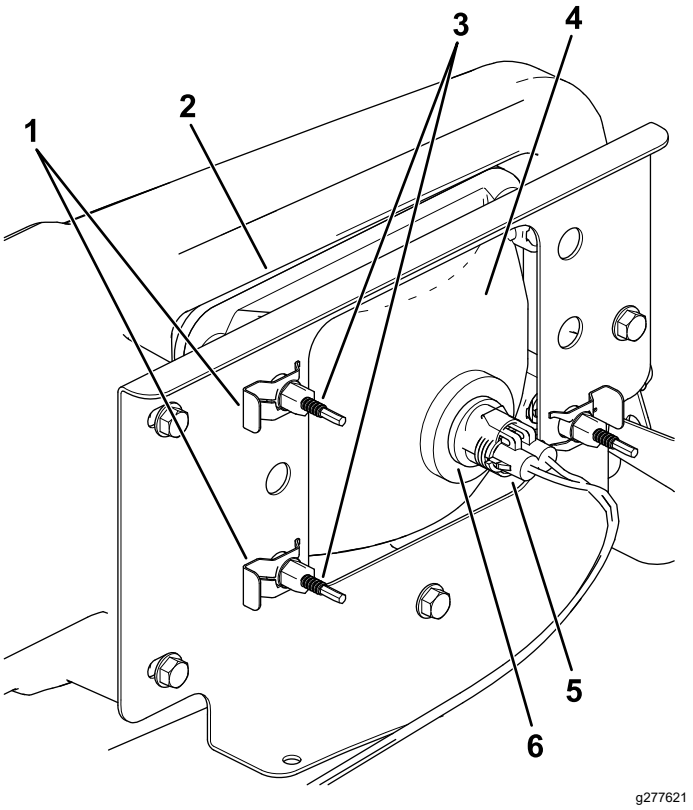

Bild 53
3. Schließen Sie den elektrischen Anschluss für den Kabelbaum vom Lampenanschluss ab (Bild 53).
4. Entfernen Sie die Schellen, mit denen der Scheinwerfer an der Scheinwerferhalterung befestigt ist (Bild 53).
5. Schieben Sie den Scheinwerfer nach vorne durch die Öffnung in der vorderen Stoßstange und entfernen Sie ihn (Bild 53).
6. Setzen Sie den neuen Scheinwerfer durch die Öffnung in der Stoßstange ein (Bild 53).
8. Schließen Sie den elektrischen Anschluss für den Kabelbaum am Lampenanschluss an (Bild 53).
5. Drehen Sie die Einstellschrauben an der Rückseite des Scheinwerfers (Bild 53), um den Scheinwerfer zu drehen und den Scheinwerferstrahl einzustellen.